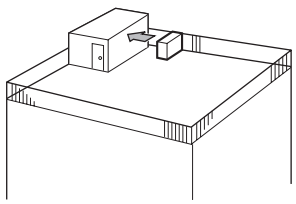

Fig. 3-2
① Расположите прибор так, чтобы выходное отверстие было направлено к самой близкой из доступных стен на расстоянии около 50 см от стены. (Fig. 3-2)